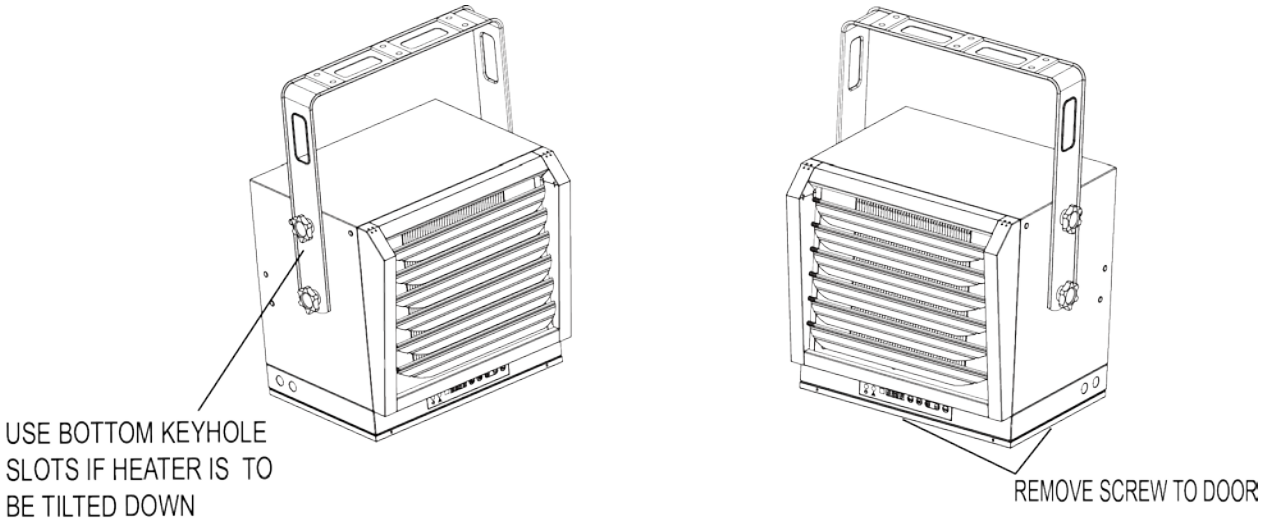
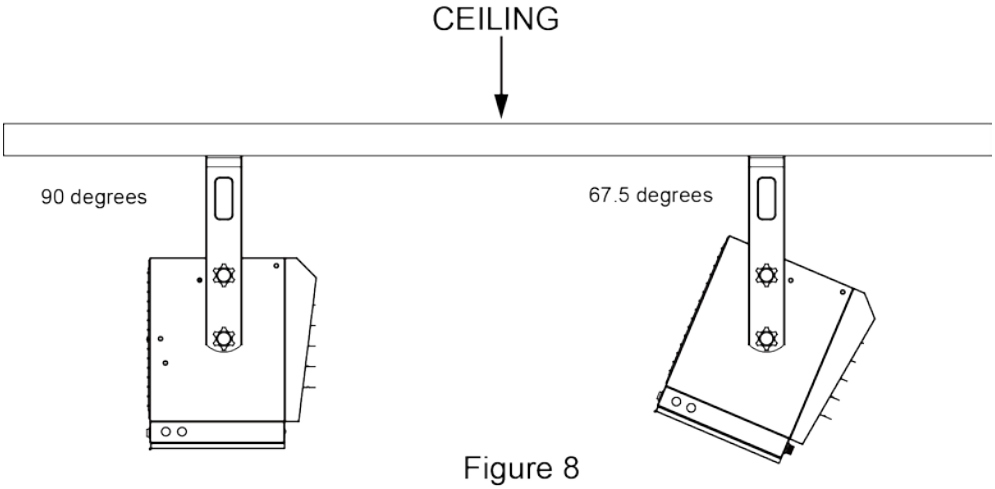

Figure 7
Figure 8
3) If the heater is to be tilted, it must be positioned in the keyhole slots - see figure 7.
1. To tilt the unit vertically, loosen the bracket screws (see figure 7) and see figure 8 to view multiple vertical angles.